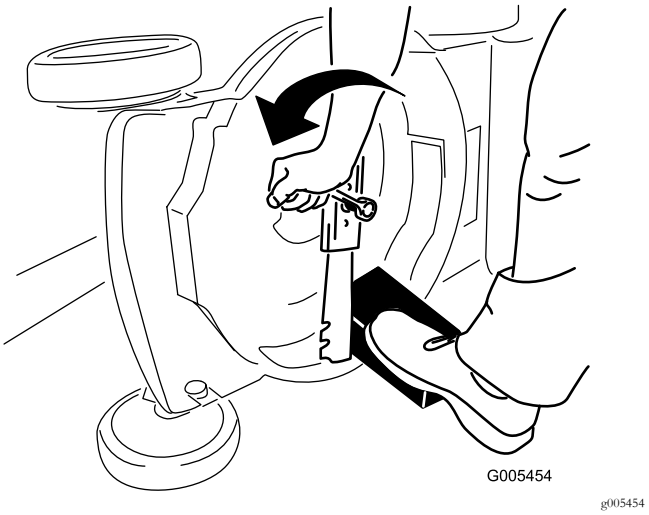

Figure 45
3. Immobilisez la lame avec un morceau de bois (Figure 45).
4. Déposez la lame mais ne jetez pas les fixations (Figure 45).